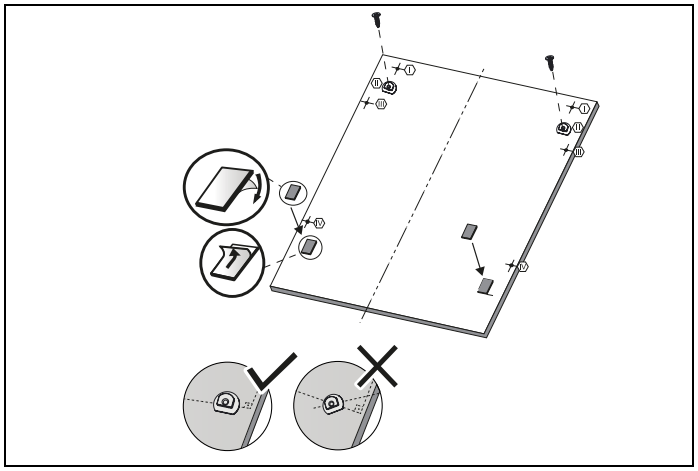

Fig. 25
4) As shown in Fig. 25 , door mounting plastics are installed in positions II and Wooden Door Fixing Strips are installed in positions shown in the figure.